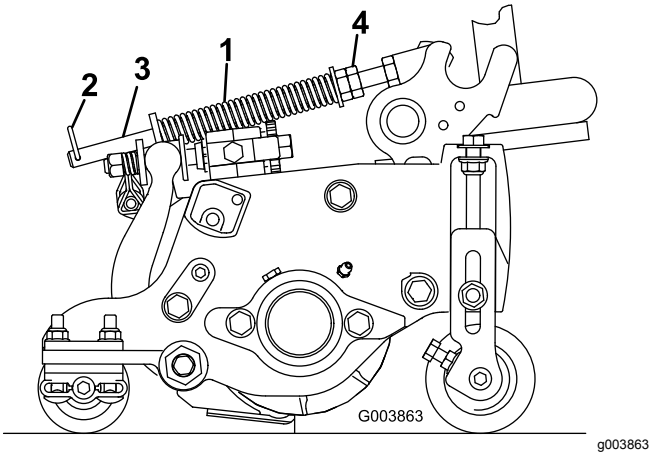

Figur 14
Dekkekompenseringsfjæren overfører også vekt fra den fremre til den bakre valsen (Figur 14). Dette er med på å redusere bølgemønsteret i gresset, også kjent som "ondulering".
1. Kontroller at hårnålssplinten er installert i det bakre hullet på enden av stangen (Figur 14).
2. Trekk til sekskantmutrene foran på fjærstangen til den komprimerte lengden på fjæren er 12,7 cm for klippeenheter på 12,7 cm eller 15,9 cm for klippeenheter på 17,8 cm) (Figur 14).